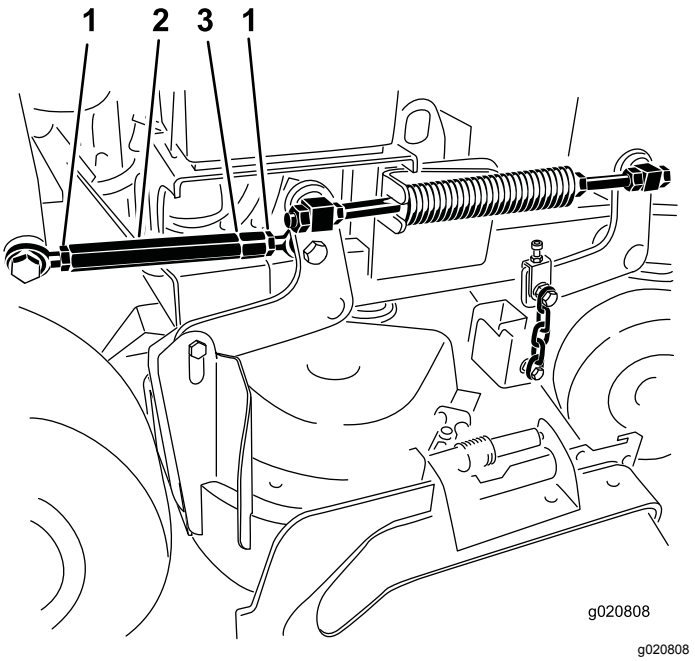

Figur 86
4. Løsn kontramøtrikkerne i begge ender af spændemøtrikken (Figur 86).
Bemærk: Spændemøtrikkens ende med rillen har venstregevind (Figur 86).